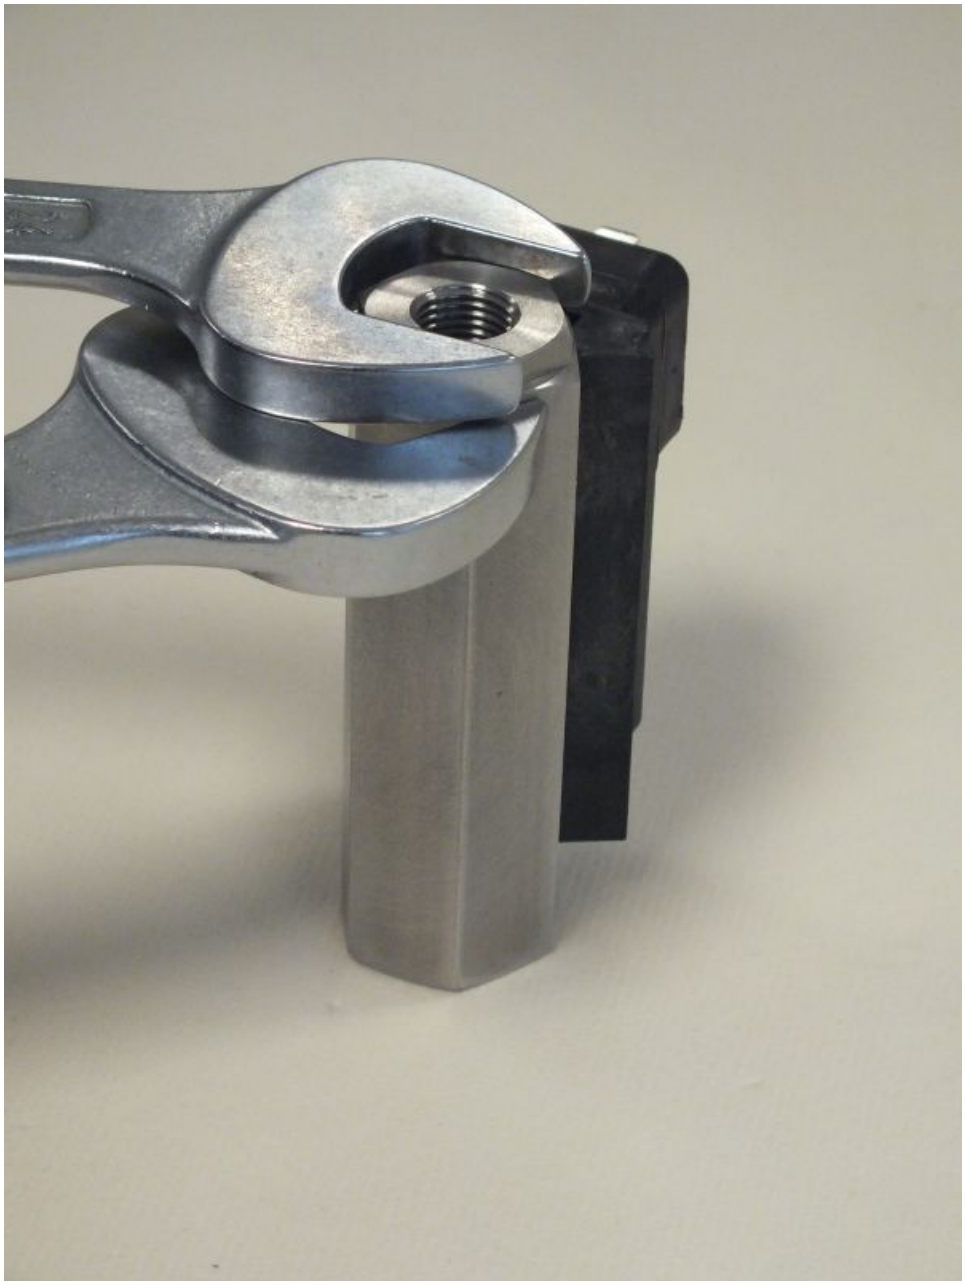

Fig. 39: Loosen process connection (outlet)
1. Loosen the process connection (outlet) (*Fig. 39*) using the proper sized fixed spanner wrench. Hold the device body in place using a proper sized spanner wrench.